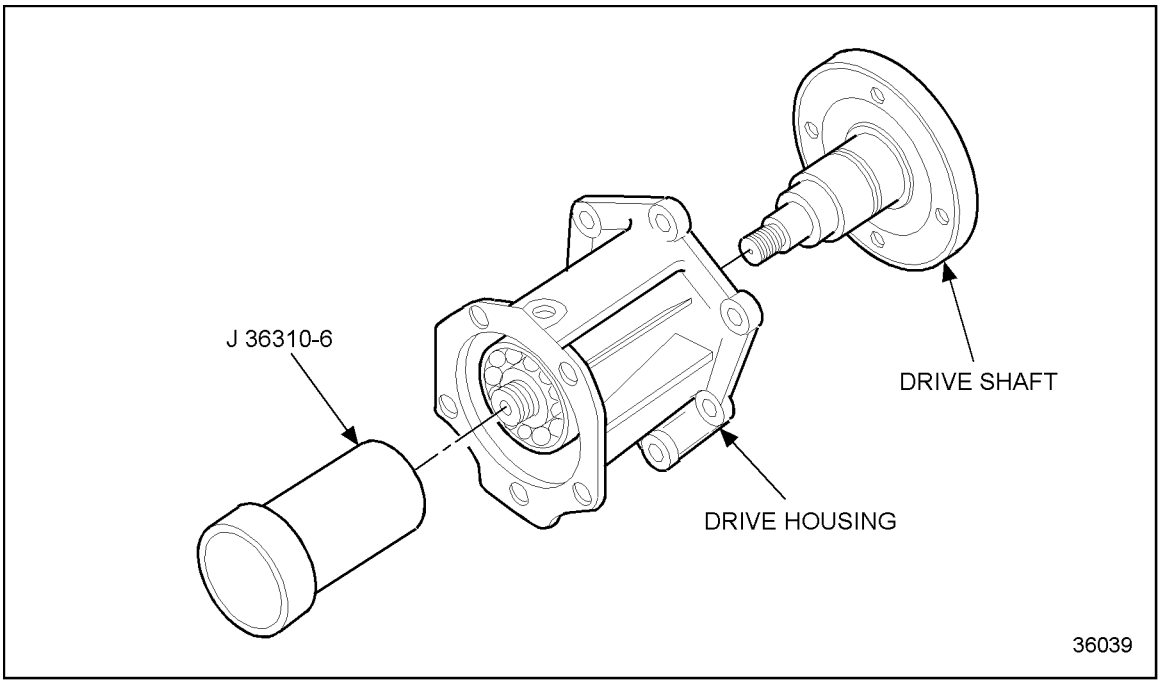

Figure 10-34 Air Compressor/Raw Water Pump Drive Shaft Installation (Current Design)
13. Place wide end of ball bearing installer, J 36310-6, part of J 36310–A, on press bed. See Figure 10-34.